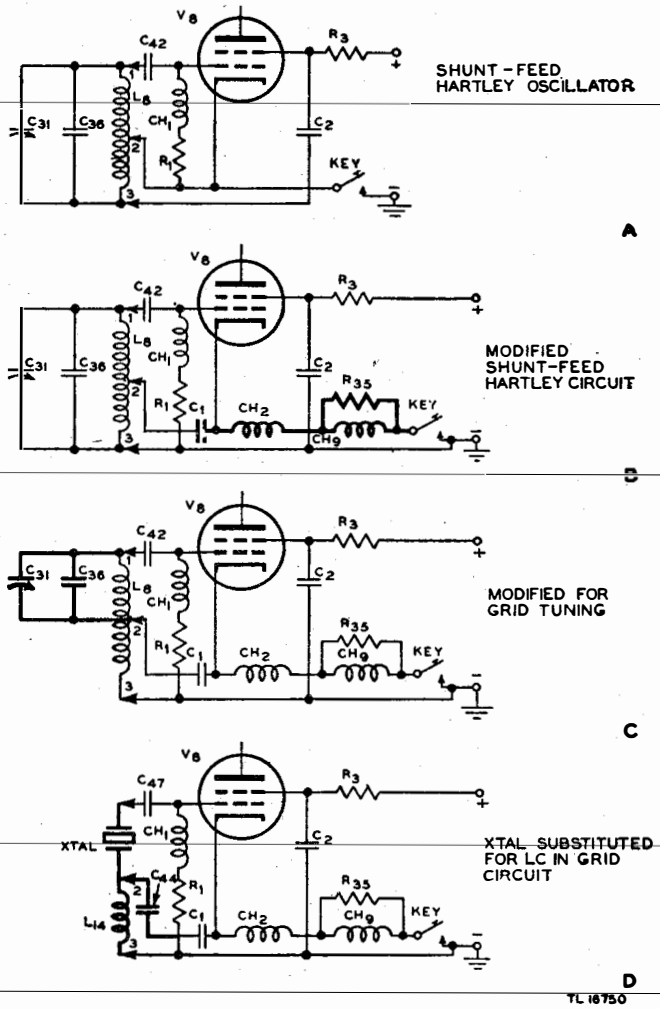

Figure 54. Equivalent circuits of master oscillator.
a. Hartley Oscillator. For purposes of comparison, each part in the Hartley circuit (fig. 54(A)) is given the part number of the corresponding part used in Radio Transmitter BC-610-E. The functioning of the parts in the shunt-feed Hartley oscillator (fig. 54(A)) is as follows:
(1) The screen grid of tube V_8 (Tube JAN-6V6 (VT-107)) acts as the anode (plate) of a triode oscillator for which the control grid and cathode form the other two triode elements.
(2) Inductor L_8 is connected so that the turns between 1 and 2 are between the grid and cathode, and the turns between 2 and 3 are between the cathode and plate.
(3) Capacitors C_{31} and C_{36} are connected in parallel across inductor L_8 so that L_8 and C_{31} plus C_{36} form the resonant LC circuit. The resonant frequency can be adjusted by means of variable capacitor C_{31}.
(4) Capacitor C_{42} is the grid capacitor.
(5) Capacitor C_2 blocks the d-c plate voltage from the tuned circuit and the grid, but couples r-f variations to inductor L_8.
(6) Choke coil CH_1 isolates r-f voltages on the grid.
(7) Resistor R_1 is a grid leak and acts with the grid capacitor to provide grid bias.
(8) Before the key is closed, the bias is zero. When the key is closed, d-c supply voltage is applied between the oscillator anode and cathode. This change of plate voltage causes a flow of energy from the anode through capacitor C_2 and the plate section (2–3) of coil L_8 to the cathode. This current in the plate section of L_8 induces a voltage across both the plate and the grid section (1–2) of L_8. The voltage induced across L_8 charges capacitor C_{31} and C_{36}, and the resonant circuit starts oscillating. The oscillating current in L_8 causes an r-f voltage across both sections of the coil. The voltage across the grid section (1–2) is coupled through the grid capacitor to the grid, and this voltage is the grid excitation voltage. The excitation voltage is an r-f voltage at the resonant frequency of L_8, C_{31}, and C_{32}. As the excitation voltage varies the grid to cathode voltage, corresponding variations of anode voltage occur and additional energy is fed back through C_2 to the plate section of L_8 in the resonant circuit. The energy thus fed back is sufficient to make up for the losses in the resonant circuit, so that its oscillations continue. As the grid excitation voltage swings the grid positive, capacitor C_{42} charges to a voltage nearly equal to the positive peak of the excitation voltage. The voltage of C_{42} acts as a bias voltage. Grid leak R_1 prevents C_{42} from discharging rapidly when the excitation voltage is lower than the grid capacitor voltage. In other words, the grid capacitor and the grid leak work together to develop the bias voltage for the oscillator stage.
b. Modified Hartley Circuit in Master Oscillator. The modified Hartley circuit of Tuning Unit TU–47 (fig. 54(B)) operates the same as the ordinary Hartley circuit, except for the following circuit changes:
(1) Chokes CH_2 and CH_9 are inserted between the cathode of V_8 and the key.
(2) R_{35} is across CH_9 and acts as a parasitic suppressor.
(3) Capacitor C_1 is between the cathode of V_8 and point 2, the junction of the plate and grid sections of L_8.
(4) When the key is closed, the cathode is connected through the low d-c resistance of choke coils CH_2 and CH_9 to ground. The oscillator action is then the same as explained in *a* above, except that the high r-f impedance of choke coils CH_2 and CH_9 forces the r-f variations at the oscillator anode to feed back through the lower r-f impedance of the cathode section (2–3) of L_8. Capacitor C_1 is included to keep the d-c current from flowing through the cathode section of L_8, but C_1 effectively connects the cathode to point 2 at radio frequencies. Thus in this circuit, the cathode is above ground at r-f potentials.
a. Crystal Control with Tuning Unit TU–47. The modified Hartley circuit of figure 54(B) could be further modified as shown in figure 54(C). Under this condition, the cathode section (2–3) of, L_8 would not form a part of the resonant LC circuit. The frequency of oscillation would now be determined by the resonant circuit composed of the grid section (1–2) of L_8 and capacitors C_{36} and C_{31}. The resonant circuit (L_8, C_{36}, and C_{31}) is the equivalent circuit of a crystal at its resonant frequency. When the M.O.–XTAL switch of Tuning Unit TU–47 is placed in the XTAL position, the m-o circuit of figure 54(D) is in use. Examination of this circuit shows that—
(1) The crystal has been substituted for its equivalent circuit.
(2) Capacitor C_{44} has been placed in series with capacitor C_1.
(3) Inductor L_{14} has been substituted for L_8.
(4) The circuit functions the same as explained
in *a* and *b* above, except that L_{14} and C_{44} form a series resonant circuit between the cathode of V_8 and ground. The value of L_{14} and C_{44} are so chosen that their resonant frequency is somewhat lower than that of the lowest frequency crystal to be used in the circuit. This choice of values assures proper operation of the circuit without tuning to each of the available crystal frequencies, since the circuit will act as an inductive cathode load over the entire frequency range of which Tuning Unit TU–47 is designed. As in the modified circuit of figure 54(B), the r-f variations at the oscillator anode are fed back through inductor L_{14}, because of the high r-f impedance choke coils CH_2 and CH_9. The voltage thus developed across L_{14} exerts an electrical strain on the crystal so that it vibrates mechanically and develops the grid excitation voltage.